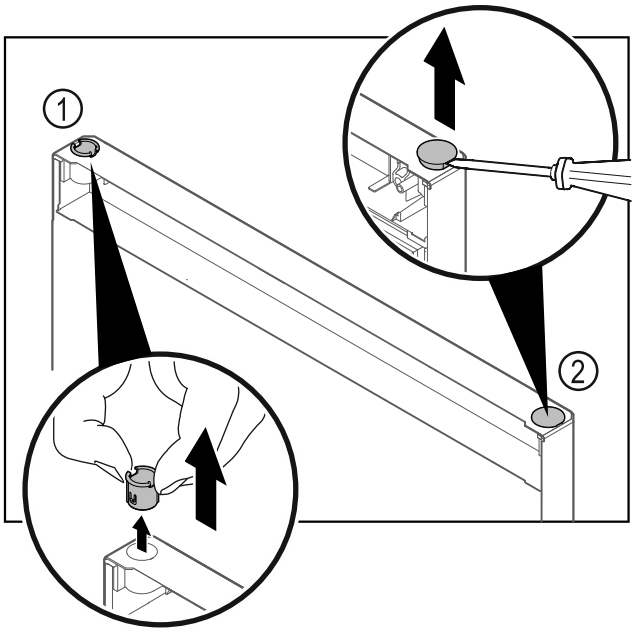

Fig. 20
▶ Pull out the hinge bushing *Fig. 20 (1)* with your fingers.
▶ Carefully lift the cover plug *Fig. 20 (2)* with a slotted screwdriver and pull it out.